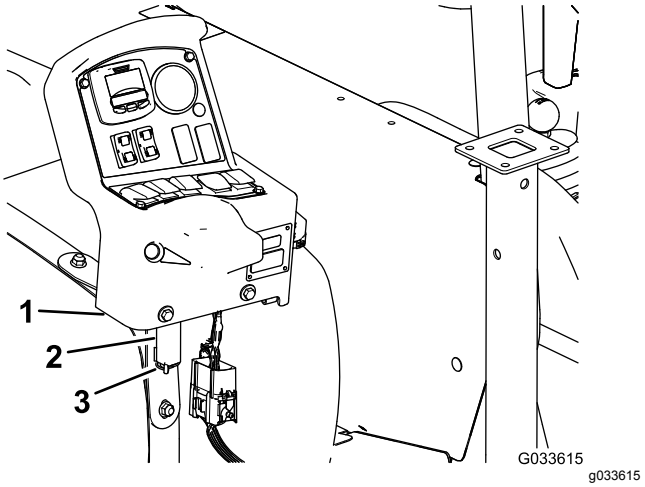

Figuur 129
7. Verwijder het paneel van de montagebeugel van het paneel aan het dashboard van de machine en lijn de draaipen van het bedieningspaneel uit met de opberghaak aan de voorste tankband (Figuur 129); zie Het bedieningspaneel op de machine monteren (bladz. 26).
8. Monteer het paneel op de beugel en bevestig de draaipen met de R-pen aan de beugel (Figuur 129).